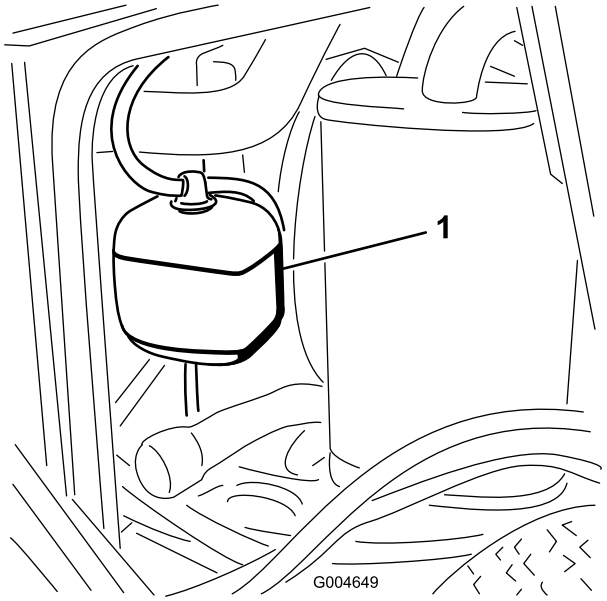

Rysunek 46
1. Sprawdź poziom płynu chłodzącego w zbiorniku rozprężnym (Rysunek 46).